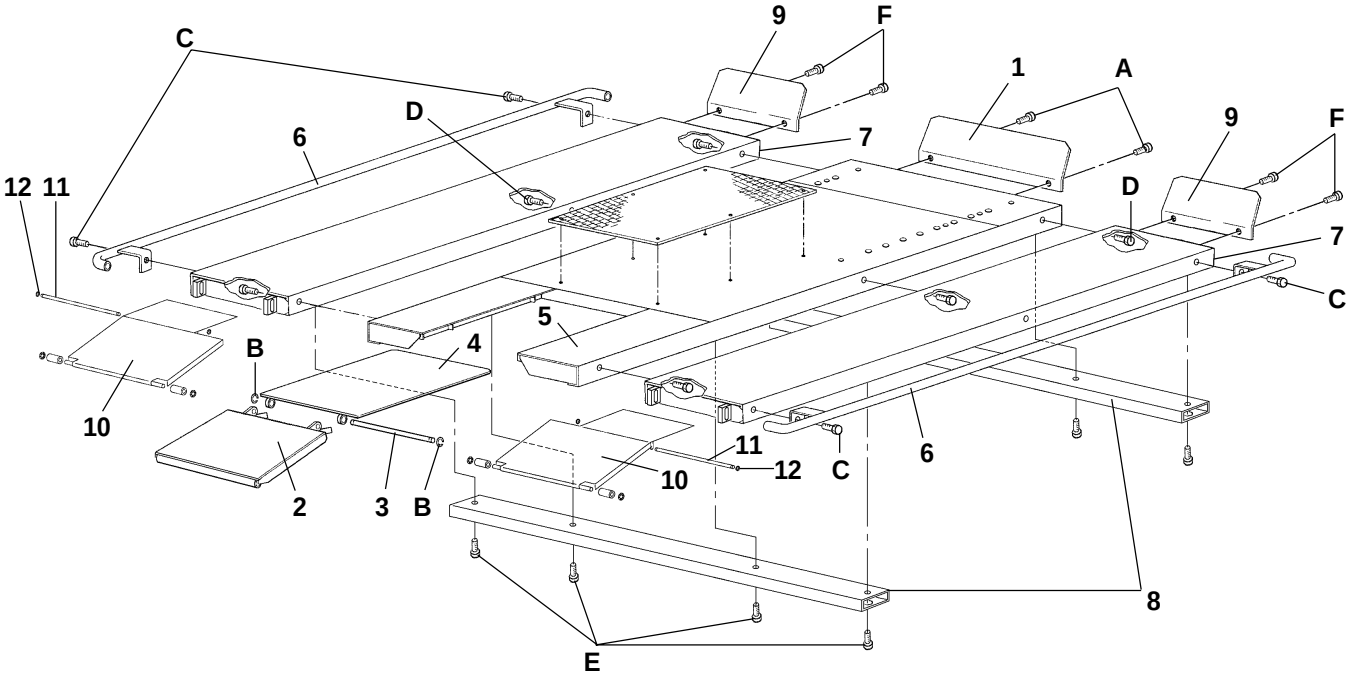

Fig.15
5.12 MONTAGGIO ALLARGAMENTI SB 1396 TE - TP (rif. fig. 15)
5.13 MONTAGGIO SALVAPIEDI TE - TP (rif. fig. 15)
5.12 ASSEMBLING EXTENSIONS SB 1396 TE - TP (ref. fig. 15)
5.13 FITTING THE FOOT GUARD DEVICES TE - TP (ref. fig. 15)
5.12 MONTAGE DER VERBREITUNGEN SB 1396 TE - TP (Bez. Abb. 15)
5.13 MONTAGE DER FUSSABWEISER TE - TP (Abb. 15)
5.12 MONTAGE ELEMENTS D'ELARGISSEMENT SB 1396 TE - TP (réf. fig. 15)
5.13 MONTAGE PROTECTIONS PIEDS TE - TP (réf. fig. 15)
5.12 MONTAJE ELEMENTOS DE ENSANCHAMIENTO SB 1396 TE - TP (rif. fig. 15)
5.13 MONTAJE PROTECCIÓN PIES TE - TP (ref. fig. 15)